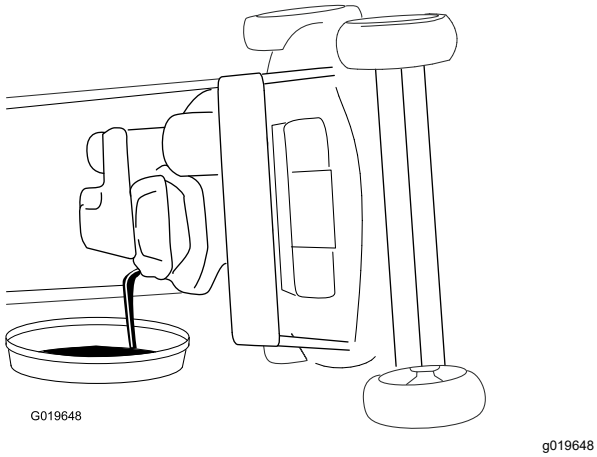

Figura 23
4. Ponga la máquina de lado (con el filtro de aire hacia arriba) para drenar el aceite usado del tubo de llenado de aceite (Figura 23).